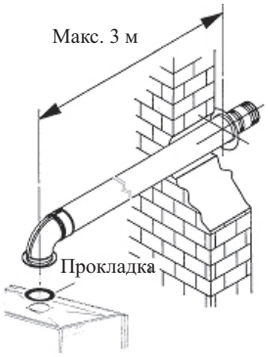

Рисунок 2-9
- Максимально допустимая длина (патрубок 90° - потеря 1 м длины трубы) составляет 3 м (см. Рисунок 2-9) и достигается за счет добавления 2 расширений. Минимальное понижение трубы составляет 3% в направлении выпуска.